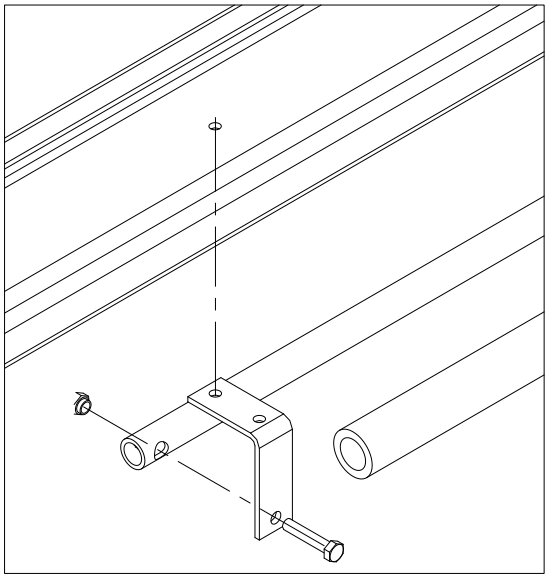

Fig. 35
• Installare la barra di sicurezza secondo le Fig. 35 e 36.